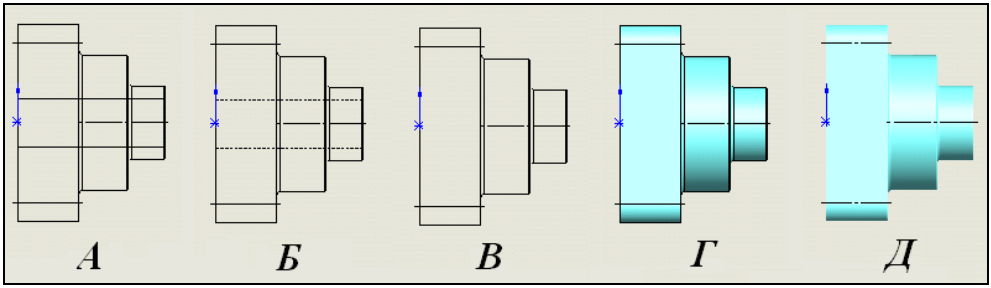

Рис. 1.15
- ❒ **Каркасное представление** (рис. 1.15, *А*);
- ❒ **Невидимые линии отображаются** (рис. 1.15, *Б*);
- ❒ **Скрыть невидимые линии** (рис. 1.15, *В*);
- ❒ **Закрасить с кромками** (рис. 1.15, *Г*);
- ❒ **Закрасить** (рис. 1.15, *Д*).